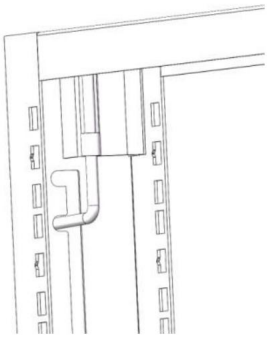

Rysunek 3
3. Odepnij 4 zatrzaski drzwi zestawu drzwi (3) w pozycji odblokowanej, zgodnie z poniższą instrukcją, aby przygotować zestaw drzwi do montażu na stojaku. Patrz rysunek 3.
3. Trek de 4 deursluitingen van de deurset (3) naar de ontgrendelde positie zoals hieronder weergegeven, zodat de deurset klaar is om op het rek te worden gemonteerd. Zie afbeelding 3.